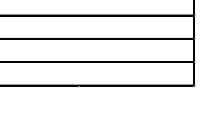

Fig. 5
1) Pull back the knurled knob then mount the chuck wrench onto the handpiece head as shown in (Fig. 5).